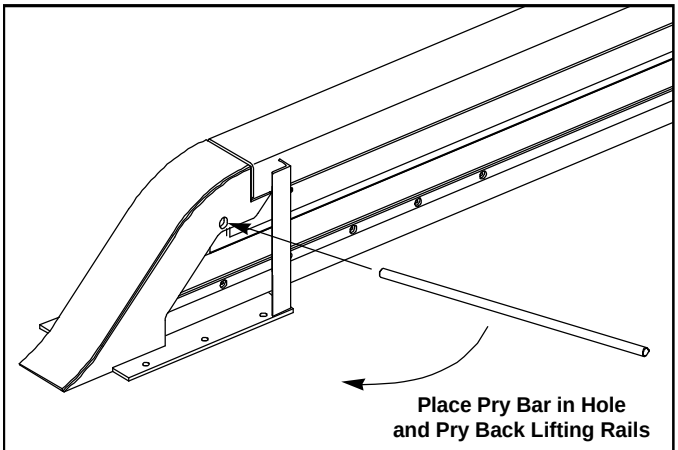

FIGURE 20 - LOCK RAILS LOWERED
3. Place pry bar in hole shown in figure 20. Pry towards the front of the restraint, lowering the lifting rails, disengaging the locking pawl.